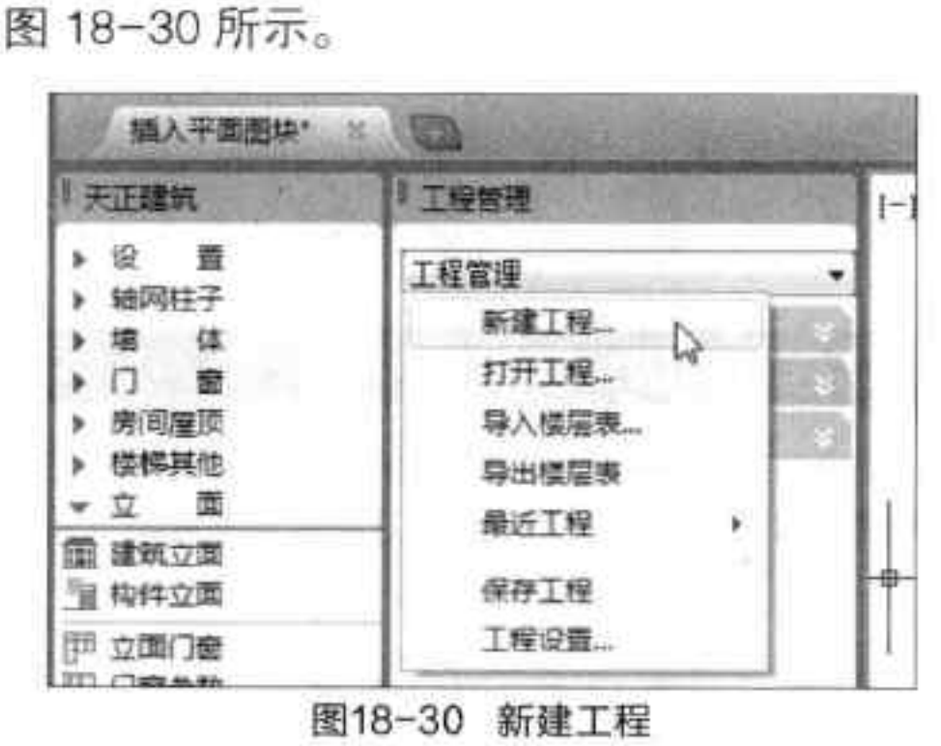

图18-30 新建工程
Step 02 在打开的“工程管理”窗格中，单击“工程管理”下拉按钮，选择“新建工程”选项，如图 18-30 所示。